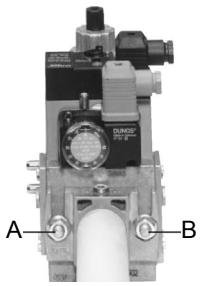
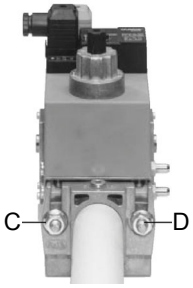
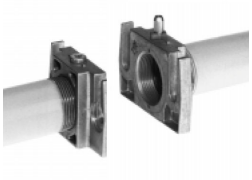

Рис. 2
Рис. 3
Рис. 4
3. Затянуть винты A, B, C и D (Рис. 2 - Рис. 3), соблюдая дистанции монтажа (Рис. 4);
⚠	**ВНИМАНИЕ:** после монтажа газовой рампы согласно схеме на Рис. 2, необходимо провести тестирование на герметичность газового контура, согласно требований действующих нормативов.